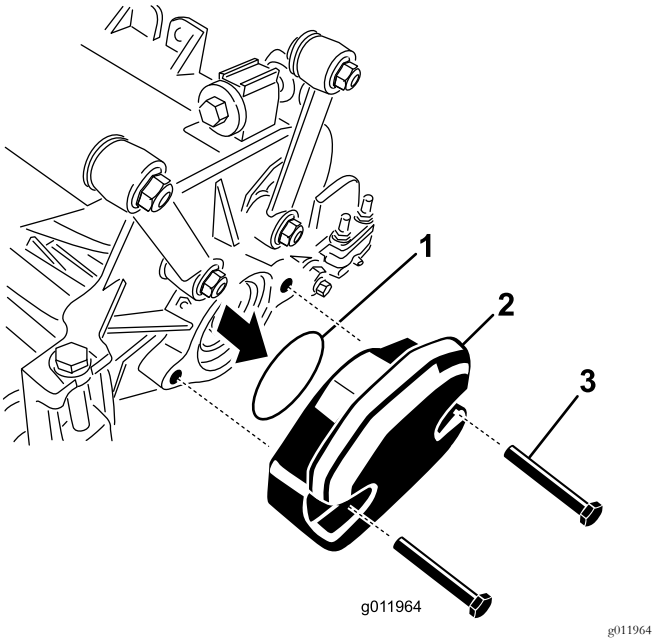

Rysunek 23
2. Z wewnętrznej strony prawego zespołu tnącego należy zdemontować przeciwwagę i o-ring (Rysunek 23).